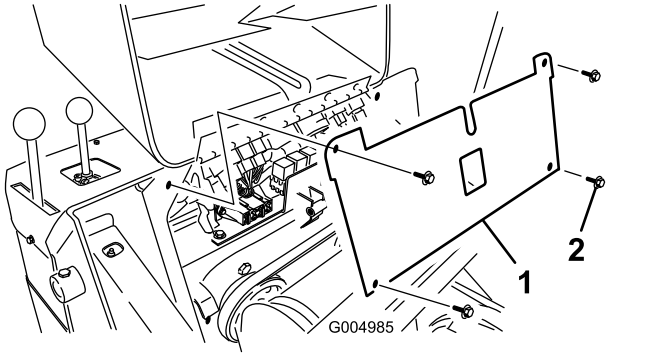

Rysunek 42
5. Odkręć 4 śruby mocujące pokrywę bezpieczników, a następnie pociągnij pokrywę do góry, aby ją zdjąć (Rysunek 42).